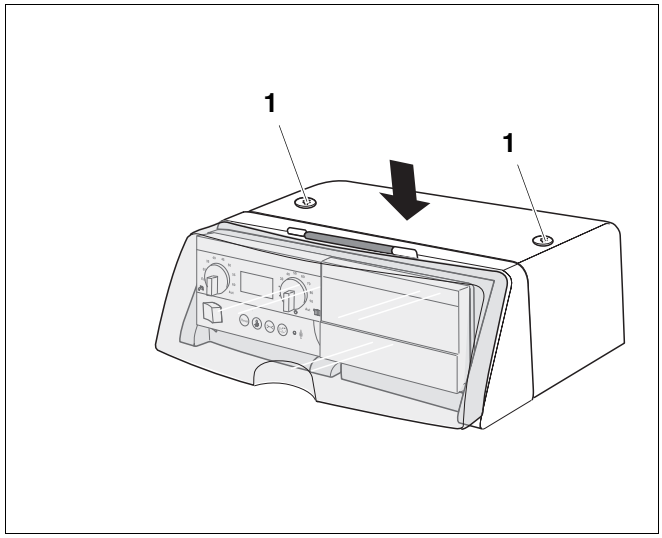

Rys. 37 Montaż pokrywy
- Pokrywę na sterowniku (rys. 37) wsunąć w prowadnice w dół.
- Wkręcić 2 śruby (rys. 37, **poz. 1**) na obudowie.